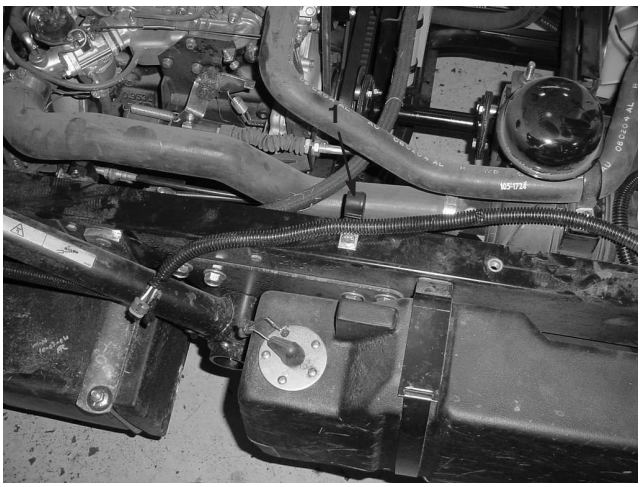

Figure 21
8. Mount a J–Clip to the vehicle frame rail with a 3/8–16 x 3/4" lg. capscrew, as shown in figure 21. Route the harness thru the J–Clip as shown in figure 21.